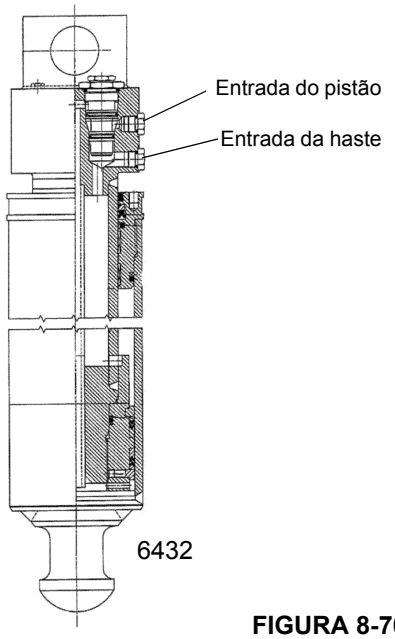

FIGURA 8-70
2. Remova a mangueira do lado da haste do cilindro do cilindro do macaco suspeito de estar com vazamento (consulte a Figura 8-70). O óleo fluirá até que a cavidade no bloco de entradas do cilindro se esvazie. Quando a cavidade no bloco de entradas estiver vazia, o óleo deve parar de fluir da entrada do lado da haste.
2. Remova a mangueira do cilindro do lado do pistão do cilindro do macaco suspeito de estar com vazamento (consulte a Figura 8-70). O óleo fluirá até que a cavidade no bloco de entradas do cilindro se esvazie. Quando a cavidade no bloco de entradas estiver vazia, o óleo deve parar de fluir da entrada do lado do pistão.